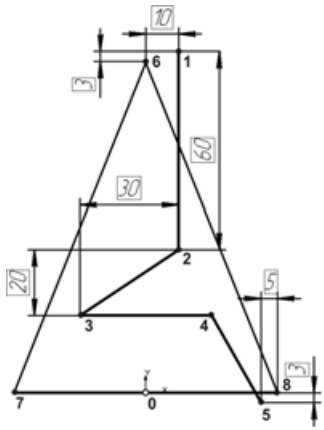

Рис. 6.152
- Аккуратно удалите наклонный отрезок и все размеры. Постройте ломаную линию 1-2-3-4-5, проставьте размеры и введите значения, как на рис. 6.152.